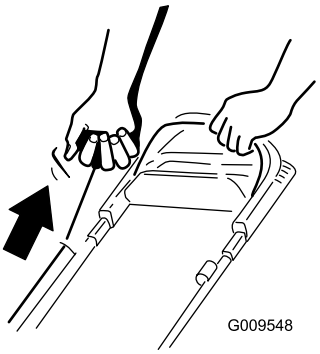

Figur 14
2. Dra i startsnörehandtaget (Figur 14).
Obs: Dra lätt i starthandtaget tills du känner motstånd och dra sedan kraftigt (Figur 14). Låt snöret sakta gå tillbaka till handtaget.